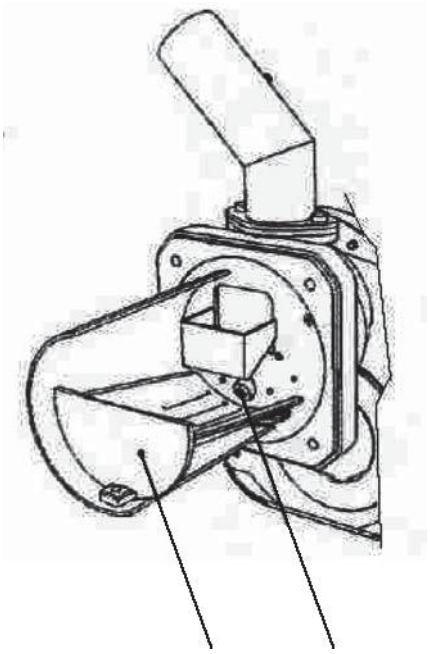

Рис.5
- Убедитесь в чистоте решетки (рис.5)